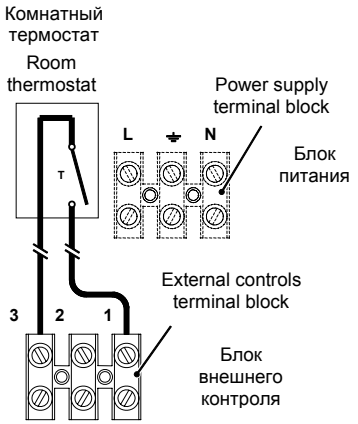

Fig. 5.7
7. Connect the room thermostat between terminals 1 and 3 as shown in Fig. 5.7.